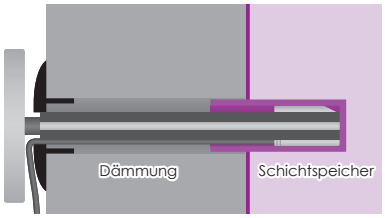

Bild 13: Das Steckmodul ist bis zum Anschlag in die Tauchhülse geschoben.
4. Schieben Sie das Steckmodul bis zum Anschlag in die Tauchhülse (▶ *Bild 13*).